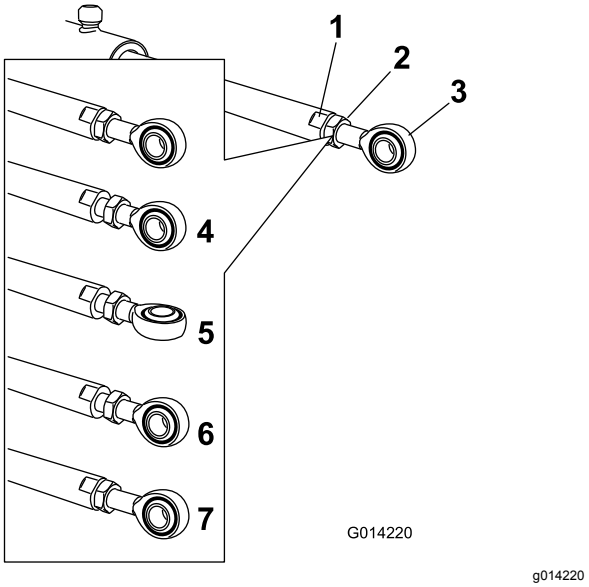

Figur 35
5. Använd en skiftnyckeln på manövreringsstångens platta sidor för att hålla fast den och lossa sedan kontramuttern så att du kan reglera öglestången (Figur 35).
6. Vrid öglestången i manövreringsstången för att förkorta eller förlänga det utökade manövreringsorganet till önskat läge (Figur 35).